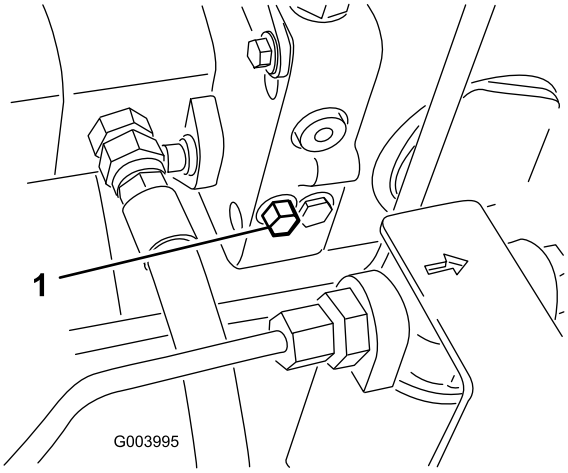

**Figuur 39**
1. De omloopklep bevindt zich links van de hydrostaat (Figuur 39). Draai de omloopklep 1–1/2 slag om deze te openen en de olie inwendig om te laten leiden.